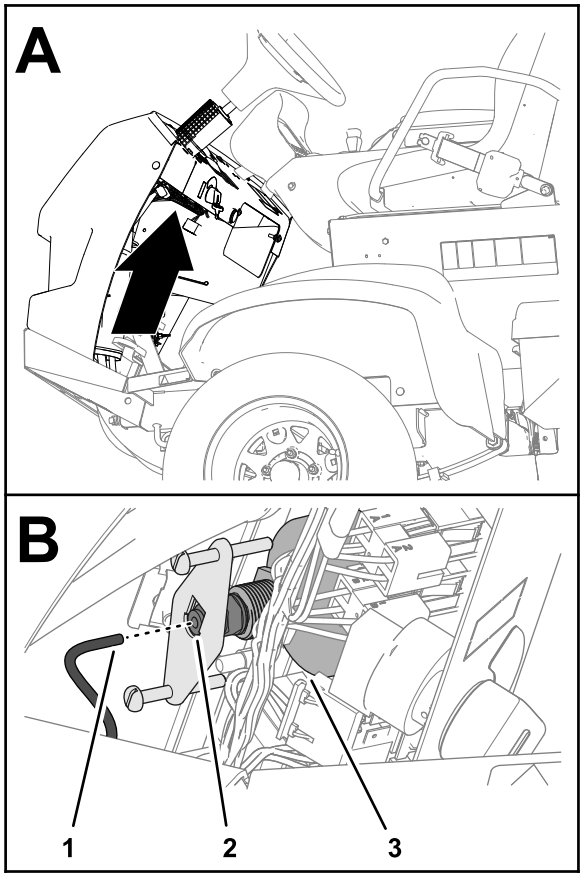

Figur 123
1. För in tryckmätarslangen i slangkopplingen på tryckmätarens baksida (Figur 123).